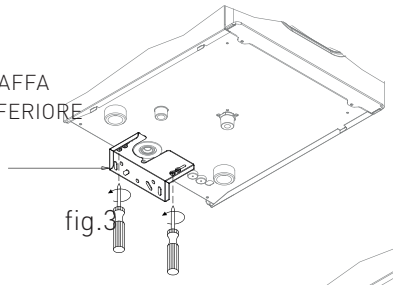
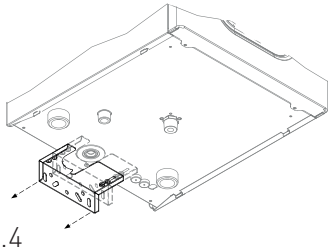

fig.3
fig.4
3. svitare le viti di fissaggio della staffa inferiore (fig. 3) assicurando il libero scorrimento della staffa stessa (fig. 4) rispetto alla caldaia;